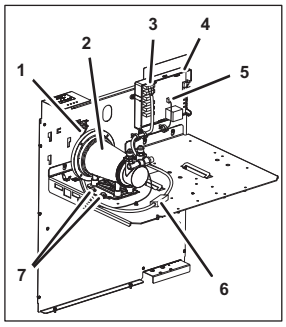

Fig. 38
4. Disconnect either the plug (Fig. 38/6) of the circulation pump (Fig. 38/2) or disconnect the plug (Fig. 38/3) of the circulation pump (Fig. 38/2) from control system 1 (Fig. 38/4).
5. Disconnect the plug (Fig. 38/5) of the circulation pump (Fig. 38/2) from control system 1(Fig. 38/4).
6. Disconnect the earth cable (Fig. 38/1) from the circulation pump (Fig. 38/2).
7. Remove the fastening bolts (Fig. 38/7) from the circulation pump (Fig. 38/2).
8. Lift the circulation pump (Fig. 38/2) out of the unit.
9. Position the new circulation pump (Fig. 38/2) within the unit.
10. Attach the circulation pump (Fig. 38/2) using the fastening bolts (Fig. 38/7).
11. Connect the earth cable (Fig. 38/1) to the circulation pump (Fig. 38/2).
12. Connect the plug (Fig. 38/5) of the circulation pump (Fig. 38/2) to control system 1(Fig. 38/4).
13. Connect either the plug (Fig. 38/6) of the circulation pump (Fig. 38/2) or connect the plug (Fig. 38/3) of the circulation pump (Fig. 38/2) to control system 1 (Fig. 38/4).